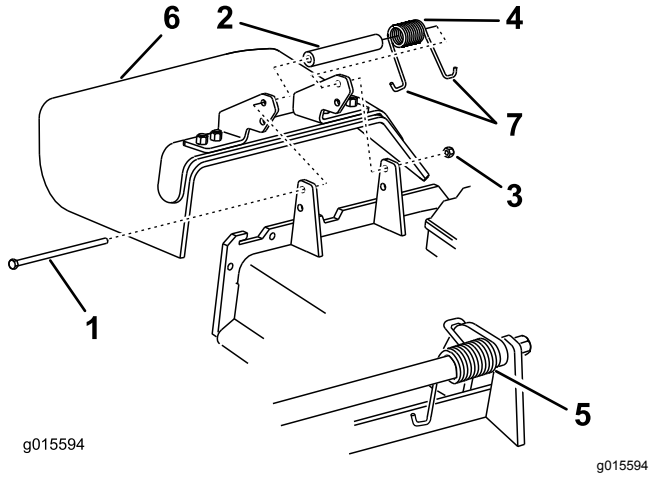

Figur 108
1. Fjern låsemutteren, bolten, fjæren og avstandsstykket som holder avlederen festet til svingbrakettene (Figur 108).
2. Fjern den skadde eller slitte gressavlederen (Figur 108).
Merk: Påse at J-enden av fjæren er montert bak enhetskanten før du monterer bolten som vist i Figur 108.
6. Plasser J-krokenden av fjæren rundt gressavlederen (Figur 108).